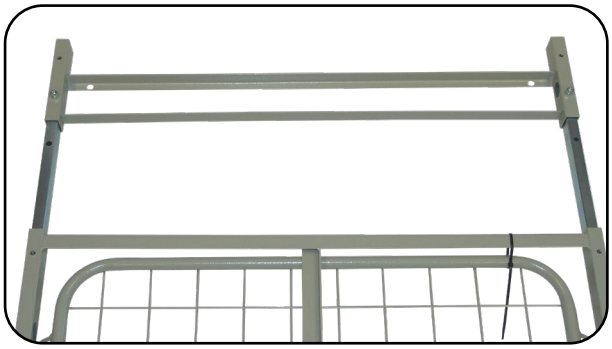

Abb. 6.6.06 – Bettverlängerung in Liegeflächenrahmen des Fußteils positioniert
11. Schieben Sie die Bettverlängerung (Bettverlängerung inkl. Steckinnenrohre) in den Liegeflächenrahmen der Fußauflage (Abb. 6.6.06) bis die Bohrungen deckungsgleich sind.